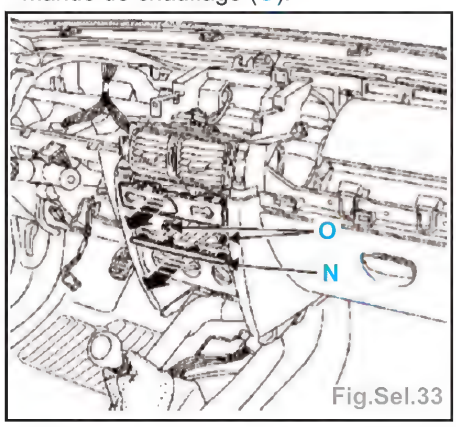

Fig.Sel.33
- le cache (N) (Fig.Sel.33).
- Déposer les 2 vis de fixation de commande de chauffage (O).